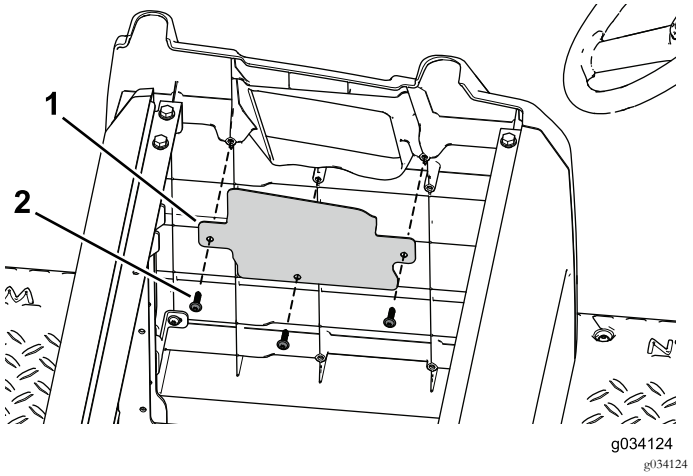

Figur 95
6. Bruk de tre selvgjengende skruene til å feste åpningsdekselet til sideplaten (Figur 95).